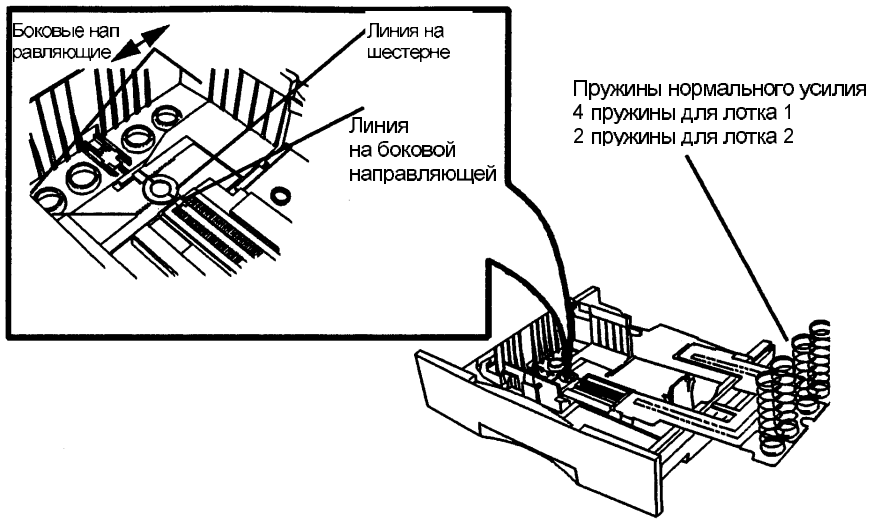

Рис. 2. Проверка регулировки
2. Проверьте регулировку (Рис. 2).